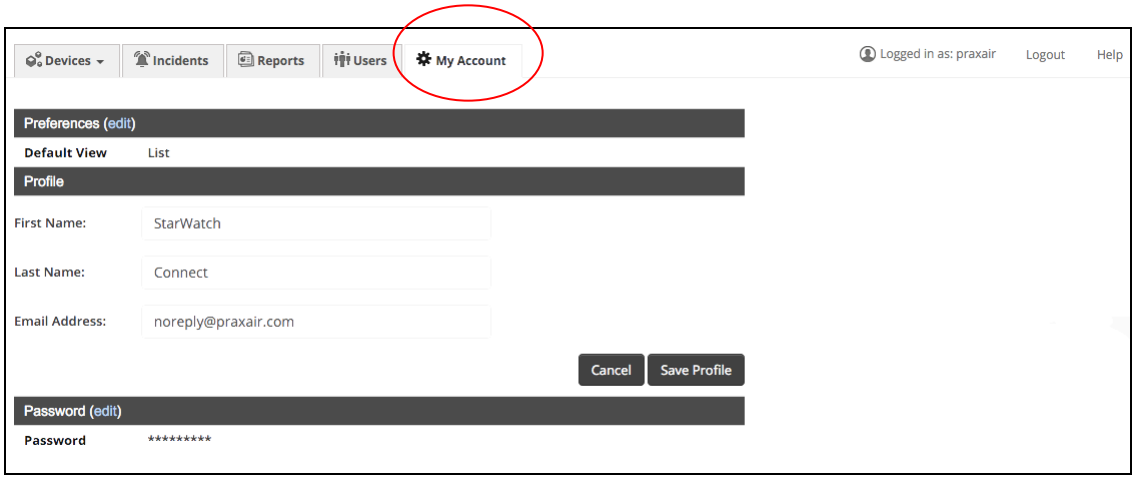

Figure 16: My Account Screen Example
1. Select the My Account tab to modify your individual account settings (see Figure 16).